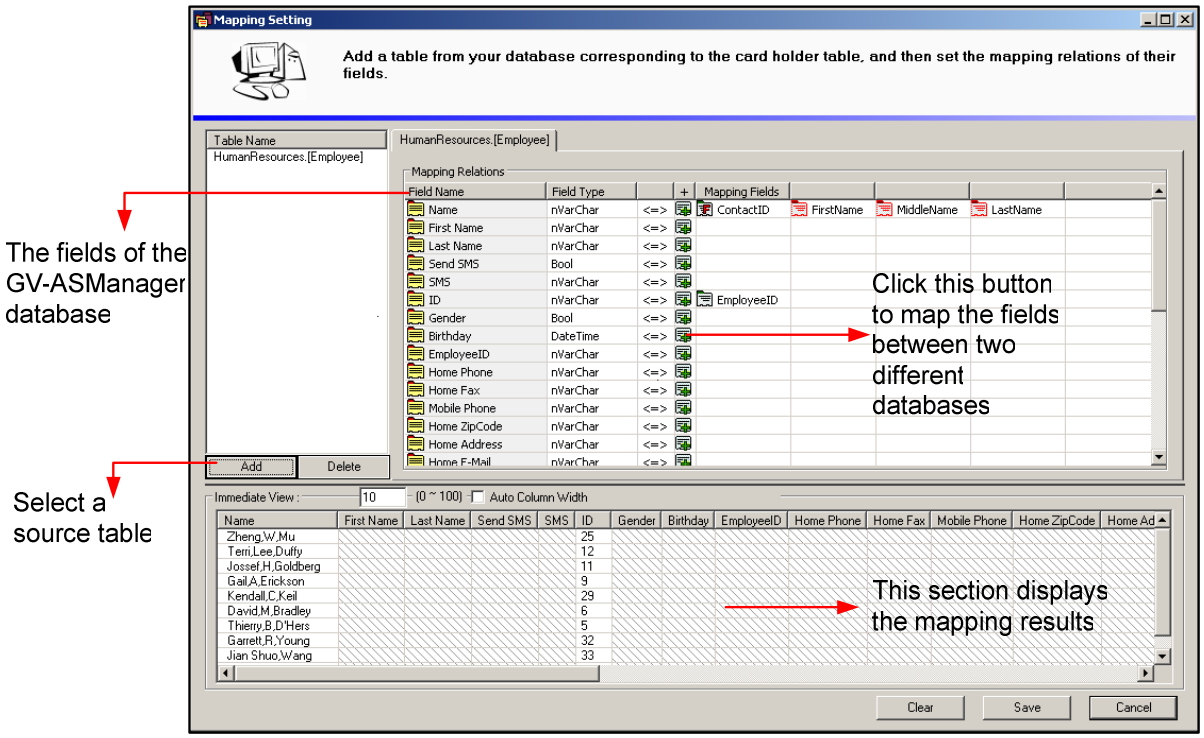

Figure 15-8
9. Click **OK**. In the Mapping Setting window, you can see the mapping results. In the example (Figure 15-8), the **Name** field of the GV-ASManager database is mapped to the **Contact ID** field of the source database which includes **First Name**, **Middle Name** and **Last Name** (which are linked from the Primary Key Table).